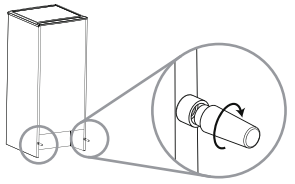

Fig.2
**2** Se existir, instale o espaçador de parede numa posição central na parte traseira do aparelho.(fig. 2)